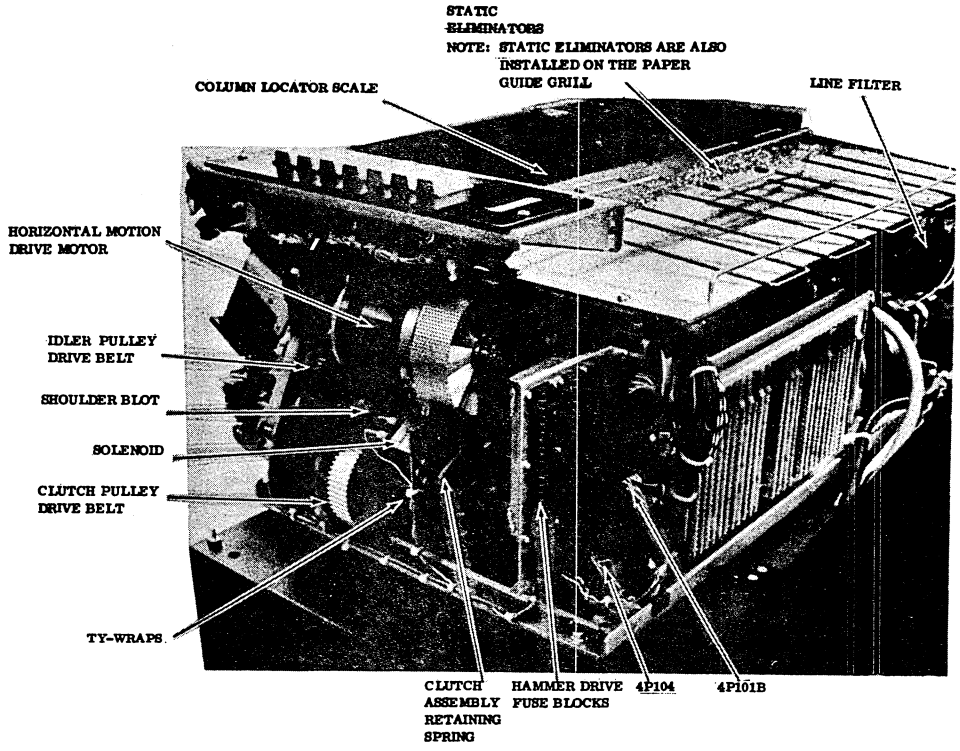

Figure 6F-46. Line Printer Chassis Side View (Idler Pulley Drive Belt)
4. Disconnect and label as to terminating location each wire of the horizontal drive motor to terminal block 1TB10 (figure 6F-46).